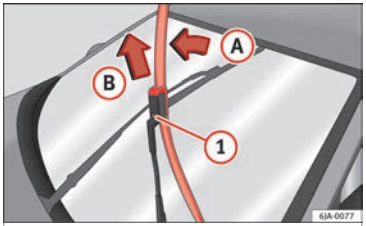

Fig. 69 Windscreen wiper blades.
- Lift the windscreen wiper arm away from the glass moving the blade slightly in the direction of the arm – arrow (A) ››› Fig. 69.
- Unlock the catch (1) with the other hand and remove the blade in the direction of arrow (B).